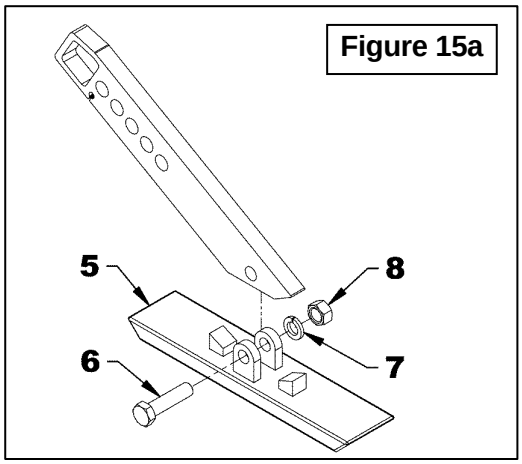

Figure 15a
4. **Figure 15a:** Retirer la semelle d'acier (item 5) en retirant le boulon 3/4"NC x 3", la rondelle de blocage et l'écrou 3/4" (items 6-7-8).